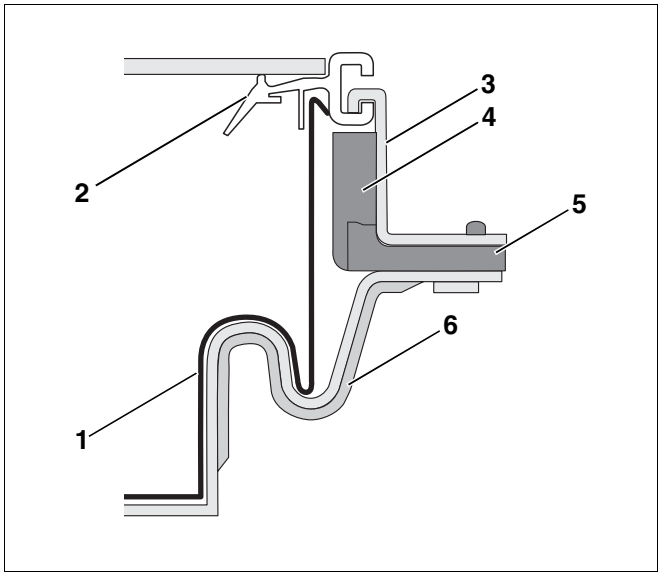

Afb. 38 Schema aangebrachte collectorklemmen
Zorg ervoor dat de kunststof bovendelen (afb. 38, **pos. 4**) van de tweedelige afstandsschragen op de kunstof onderdelen (afb. 38, **pos. 5**) gestoken zijn.